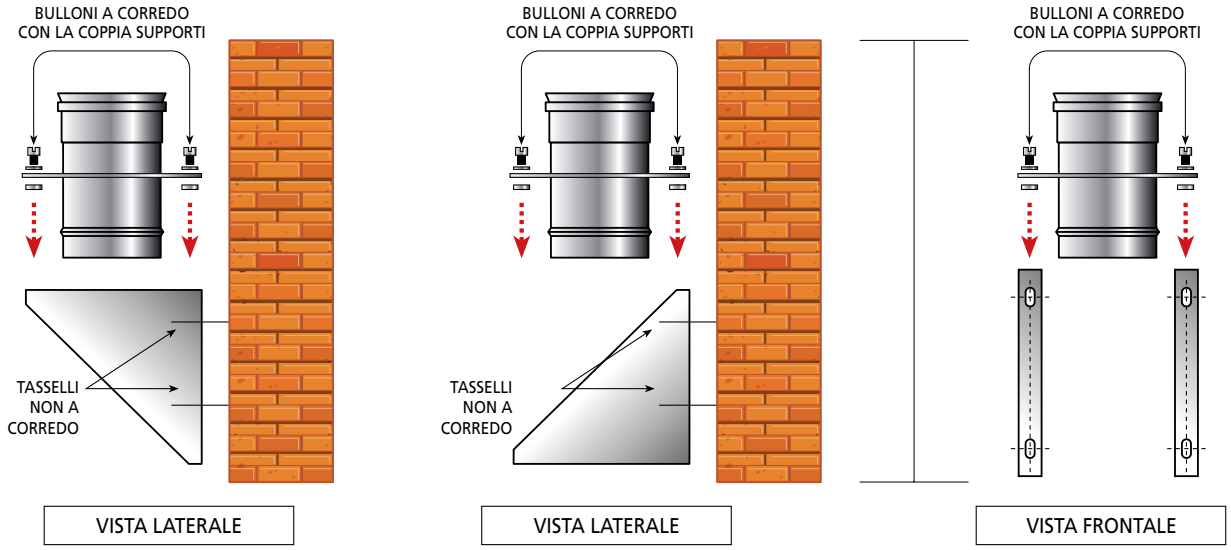
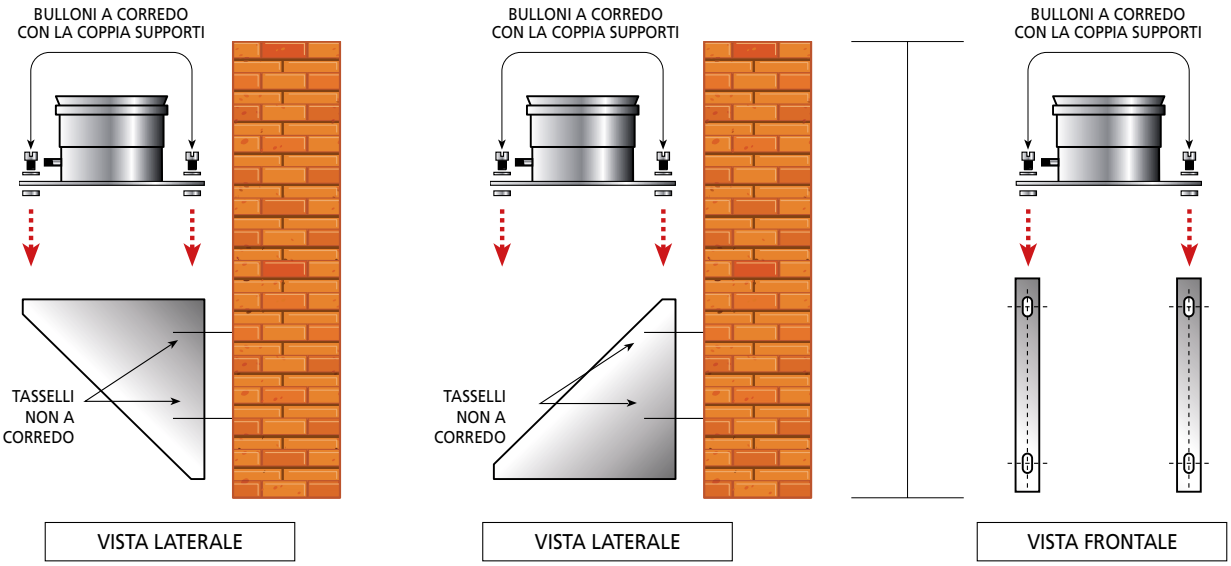

FIGURA 14A
FIGURA 14B
- fissare i due elementi della coppia supporti al muro, creando tra essi un piano di appoggio orizzontale; fissare successivamente la piastra serrando i dadi ai rispettivi bulloni (**figura 14A** e **figura 14B**).